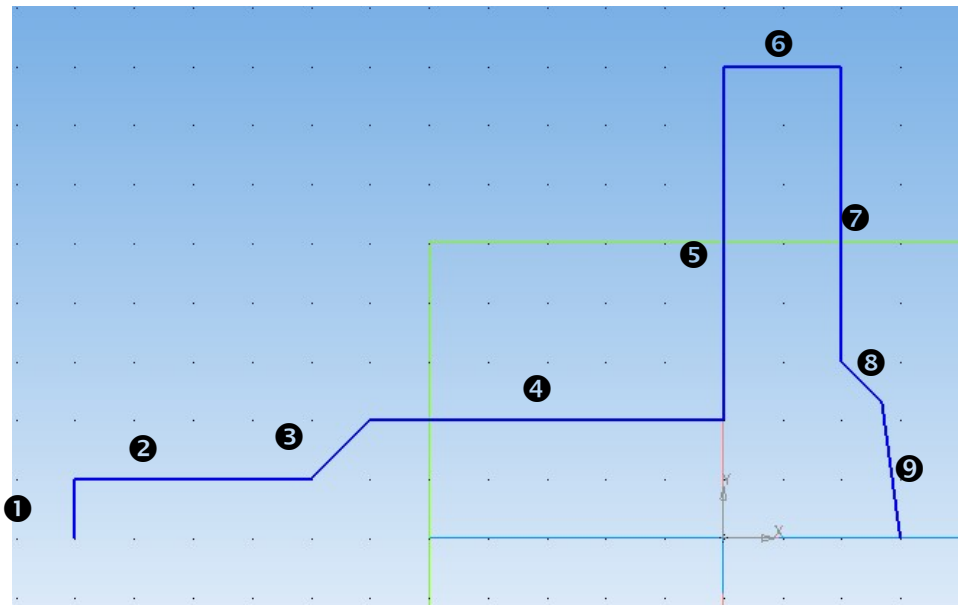

Рис. 36. «Черновой» эскиз для построения тела вращения
Результат показан на рис. 36.
1) Нажмем кнопку ( ) («сделать горизонтальными») и поочередно щелкнем мышью на отрезках под номерами 2, 4, 6 и 8 (см. рис. 36). При наведении курсора мыши выбранный отрезок выделяется красным цветом. Нетрудно видеть, что отрезок 8, который был вычерчен нами небрежно, стал горизонтальным.